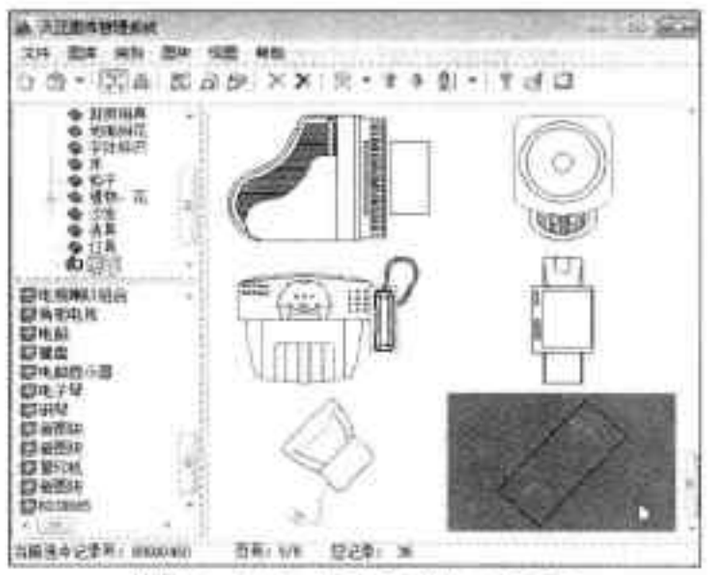

图18-77 空调图块入图库
Step08 打开“天正图库管理系统”对话框，单击“新图入库”按钮，选中空调图块，按三次回车键，即可将空调图块收入天正图库中，如图 18-77 所示。